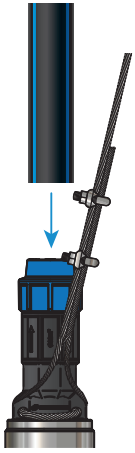

Рисунок 10
5. Присоедините к цанговому зажиму обратного клапана напорную трубу соответствующего диаметра (рисунок 10).